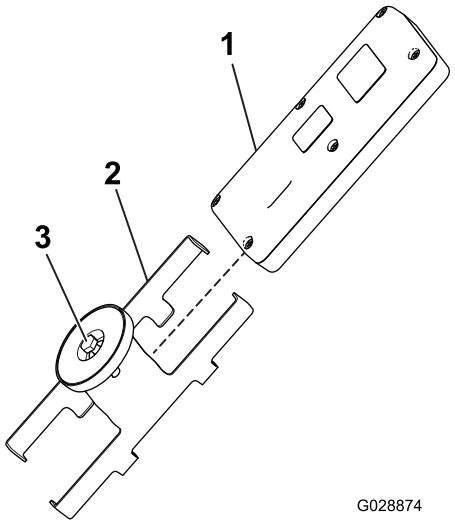

Figuur 13
5. Monteer het bedieningspaneel in de magnetische beugel van het bedieningspaneel, schuif de helften samen om het bedieningspaneel te bevestigen en draai de bout in de magneet vast (Figuur 13).